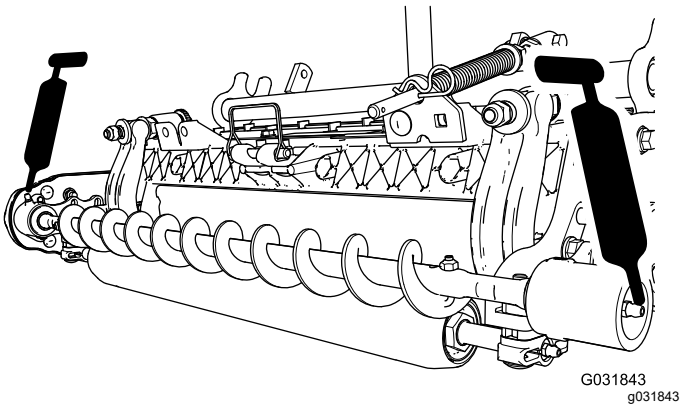

Figura 20
3. Lubrifique os bocais de lubrificação em cada caixa do rolamento da escova do rolo com massa n.º 2 para utilizações gerais, à base de lítio (Figura 20). Remova qualquer excesso de lubrificante, especialmente em redor dos vedantes de eliminação de sedimentos.